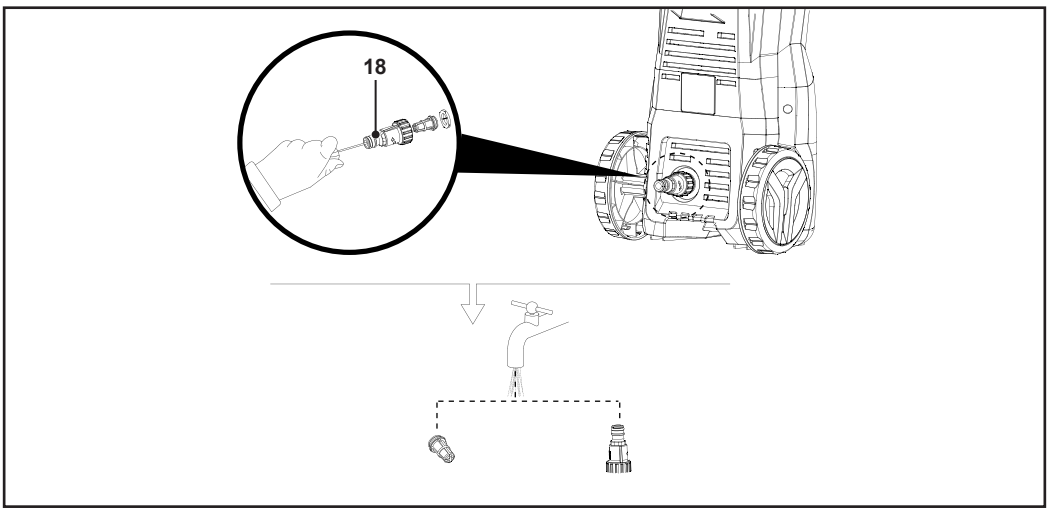

Rys. 13
1. Odłączyć uszczelkę i filtr wlotowy od przyłącza wlotu wody (18) (rys. 13).
2. Przepłukać filtr wlotowy i przyłącze wlotu wody (18) czystą wodą (rys. 13).
3. Po wyczyszczeniu zamontować z powrotem prawidłowo filtr wlotowy i uszczelkę w przyłączu wlotu wody (18).